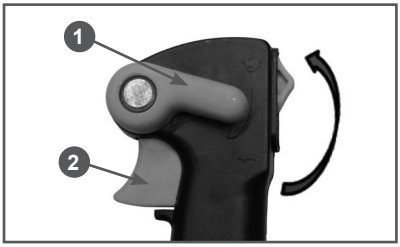

Рис. 9 Фиксатор курка газа и курок газа
5. Поверните фиксатор курка газа (Рис. 9 п. 1) против часовой стрелки так, чтобы курок газа (Рис. 9 п. 2) остался в наполовину нажатом состоянии.